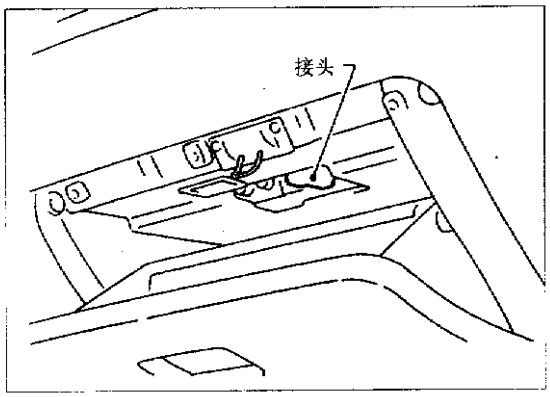

图 10－2－15
①打开工具箱盖。
②从车身气囊接头上拆除充气接头，见图 10－2－15。